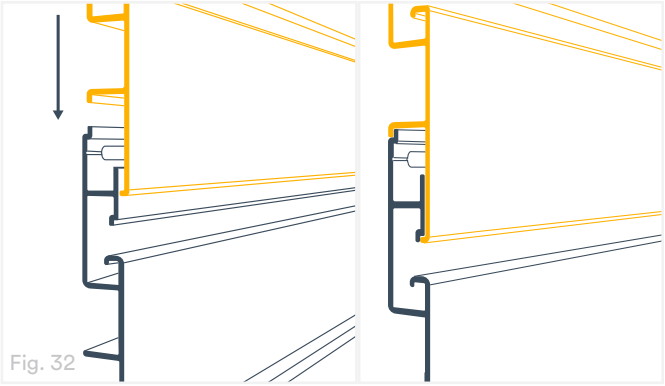

Fig. 32
10. Next, apply gentle downward pressure (towards the floor) to interlock the panel with the previously installed panel below. You will feel and hear a "snap" when the panels have properly interlocked together (Fig. 32).